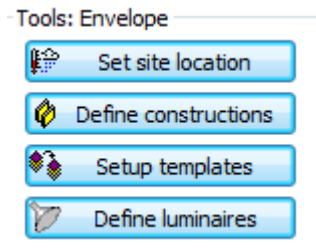

Figure 16 – Define constructions button
Opaque and glazed constructions can be defined using the "Define constructions" button (Figure 16).
- Click “Define Constructions” button (Figure 16)